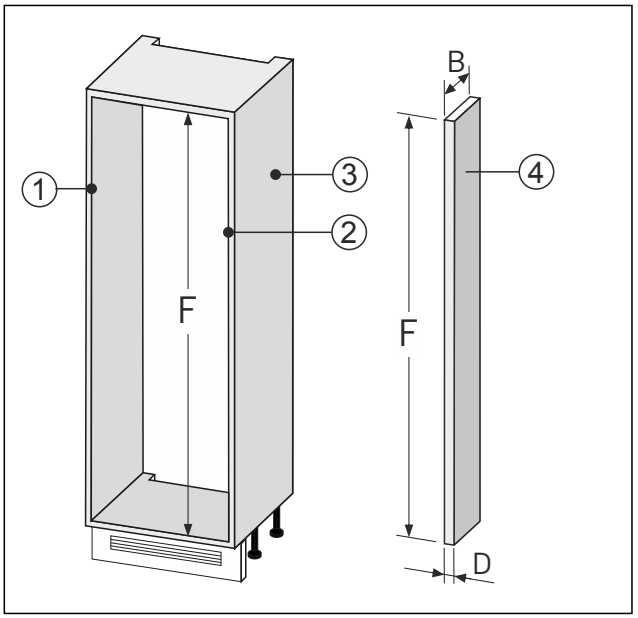

Fig. 86
▶ Підготувати рівняльник стіни *Fig. 86 (4)* за вказаними вище розмірами.